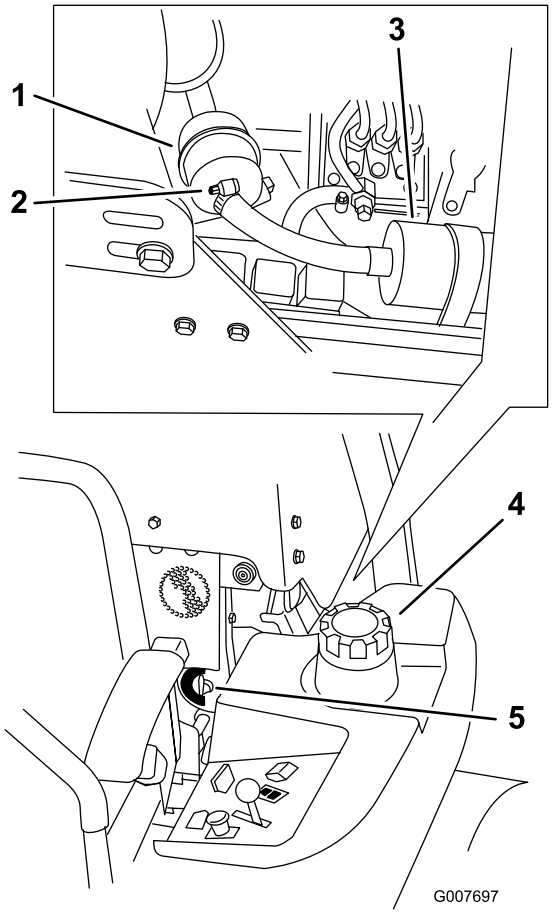

Figuur 47
4. Sluit de brandstofafsluitklep (Figuur 47).
5. Maak de 2 slangklemmen los en ontkoppel de brandstofslangen van het brandstoffilter (Figuur 47).
6. Plaats een nieuw filter. Sluit de brandstofslangen aan op het brandstoffilter en monteer de 2 slangklemmen (Figuur 47).